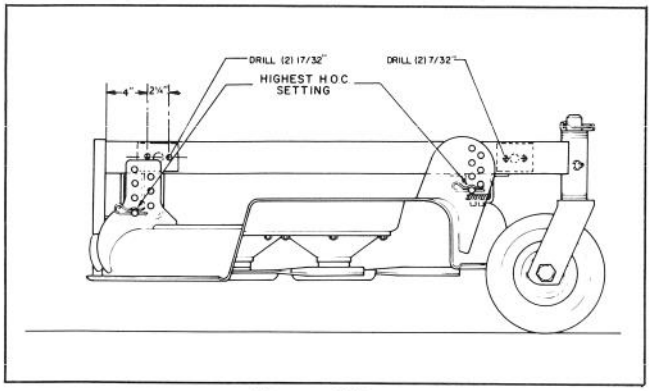

Figure 26
2. From the lift arm elbow plate on the carrier frame, measure 4" and 6 1/4" forward on the frame, center punch and drill two 17/32' holes (Fig. 26).
3. Mount bumper to the two holes and secure with (2) 1/2-13 x 1-1/2" capscrews and 1/2-13 locknuts.
4. At the opposite end of the bumper, center punch through the mount holes and drill two 7/32" holes. Install and tighten (2) 3/8-16 x 1" capscrews and 3/8-16 flange locknuts to complete securing the bumper to the frame (Fig. 26). Torque the two 1/2-13 x 1-1/2" capscrews to 70-80 ft-lb.